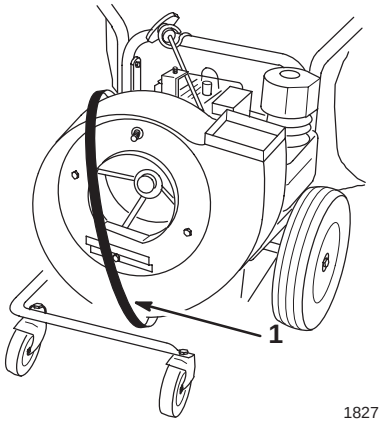

Bild 27
10. Legen Sie einen neuen Treibriemen um das Gebläsegehäuse (Bild 27).